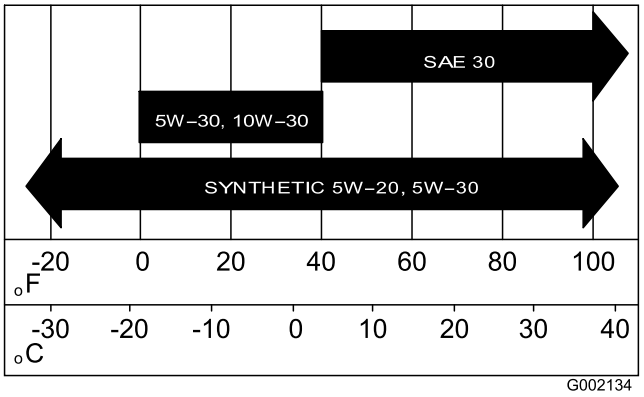

Figur 34
5. Fyld krumtaphuset med den angivne olie (Figur 34).